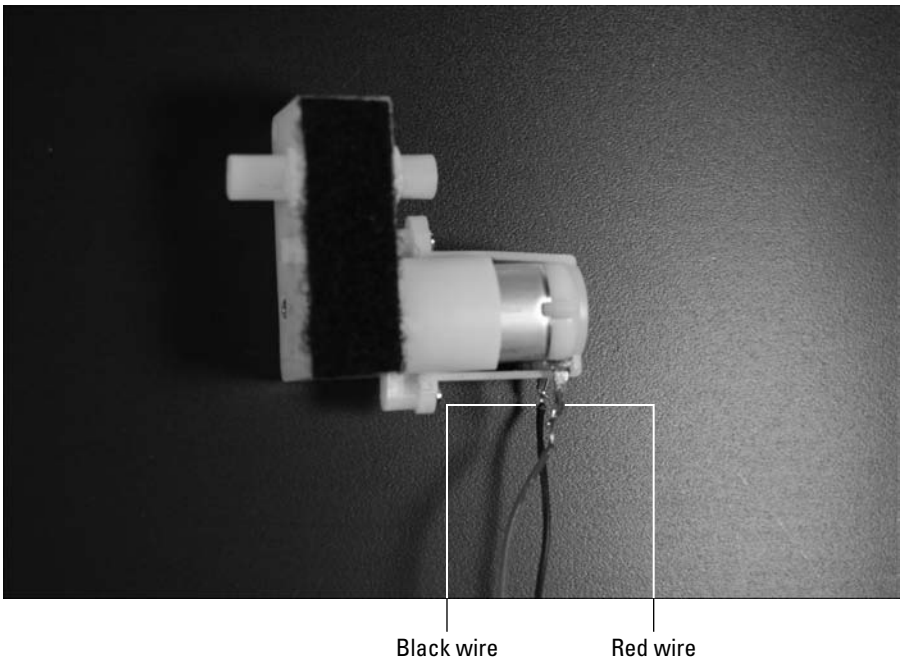

Figure 11-37: Solder wires to the motors.
7. **Solder 12" wires to the motors, as shown in Figure 11-37.**